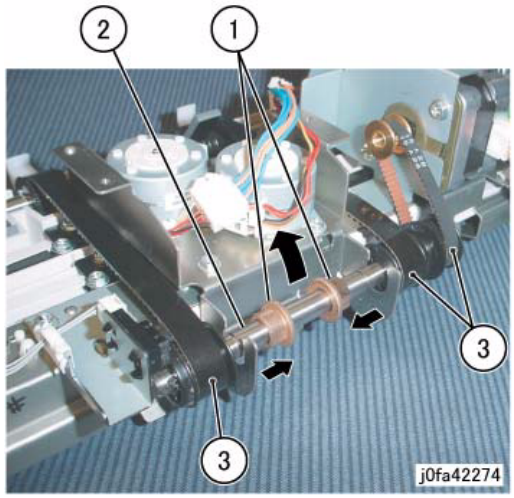

Figure 3 Removing the Eject Shaft
7. Remove the Eject Shaft from the Front/Rear Tamper Motor Assembly (Figure 3):